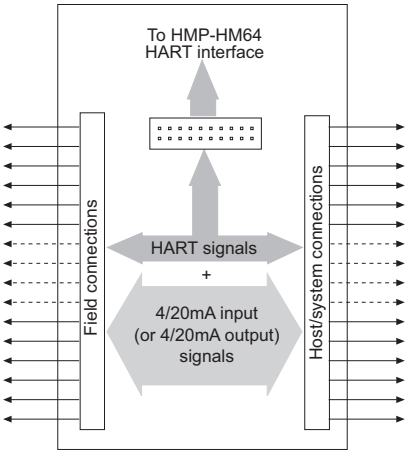

**Figure 2.3**
b) via a connection unit to a HART interface (HMP-HM64) - see Figure 2.3
The second alternative - see Figure 2.3 - is to use one of our HART connection units: